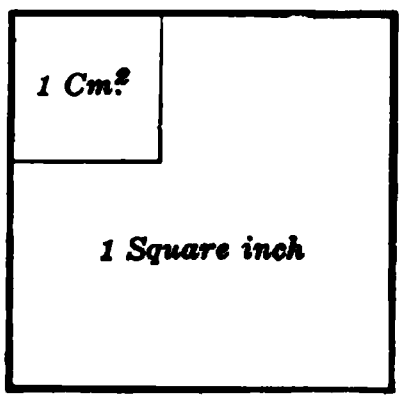

Fig. 4. Relative sizes of the square inch and the square centimeter.
8. Units of area. The unit of area which is most extensively used is the area of a square whose side is of unit length. Thus the area of a city house lot is reckoned in square feet, the unit being a square one foot on each side. In the laboratory, area is often measured in square centimeters (cm^2), the unit being a square one centimeter on each side. It is evident from figure 4 that one square inch is equal to about 6 square centimeters. More accurately, it is 2.54×2.54, or 6.45 square centimeters.